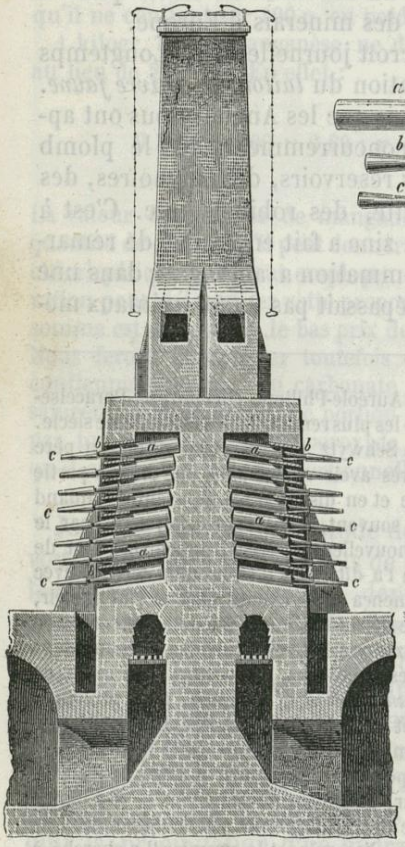

Fig. 268.
1. *Système liégeois.* — Dans toutes les usines du pays de Liége, notamment à Angleur, appartenant à la société de la Vieille-Montagne, le minerai est introduit dans de grands tuyaux *a*, *a*, *a*, dits *cornues*, en terre réfractaire, de 1 mètre de longueur sur $0^m,15$ de diamètre intérieur, fermés par un de leurs bouts, ouverts par l'autre, que l'on place sous une très-légère inclinaison, au nombre de 48, dans les quatre compartiments voûtés B d'un immense four ayant la forme et les dispositions que présentent les deux figures 268 et 269. Dans chaque cornue on insère un petit tuyau en fonte *b*, *b*, *b*, qui fait office de condenseur ; on chauffe fortement au-dessus du rouge ; la flamme pénètre par les ouvreaux *o*, *o*, *o* ; bientôt il se dégage une grande quantité d'hydrogène carboné qui vient brûler à l'orifice des tuyaux avec une flamme jaune rougeâtre ; plus tard c'est de l'oxyde de carbone qui sort, et alors la flamme offre une couleur bleuâtre ; enfin, lorsque la réduction de l'oxyde de zinc s'effectue, comme une certaine quantité de métal en vapeur se mêle au gaz combustible, la flamme acquiert un plus grand éclat, devient d'un blanc verdâtre et émet des fumées blanches d'oxyde de zinc. On emmanche, à ce moment, sur les petits tuyaux en fonte *b*, *b*, *b*, qui terminent les cornues, des espèces d'allonges en tôle zinguée *c*, *c*, *c*, qui sont destinées à condenser, autant que possible, les vapeurs de zinc qui s'échappent des appareils.